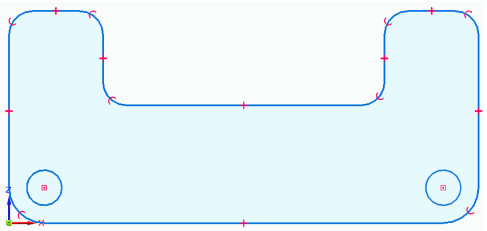

Figure 2-52 *Final sketch of the model*
7. Move the cursor over the center point of the lower right fillet and click when the concentric relationship handle is displayed. The final sketch of the model is shown in Figure 2-52.